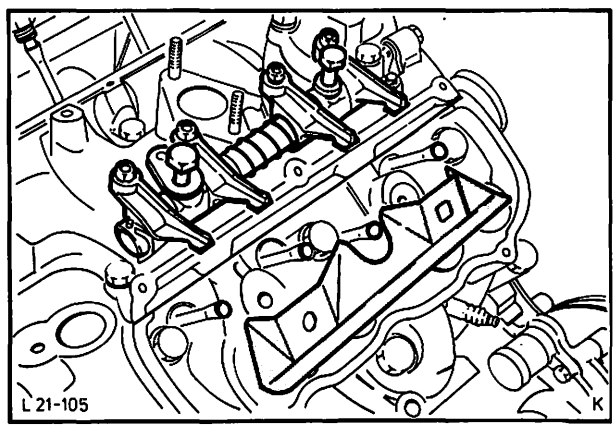

Abb. 141 Kipphebelachsen mit Ölfangblechen abschrauben
8. Zylinderkopfhauben (10 Schrauben) entfernen und Kipphebelachsen (4 Schrauben) mit Ölfangblechen abschrauben, Abb. 141, Stößelstangen herausnehmen.